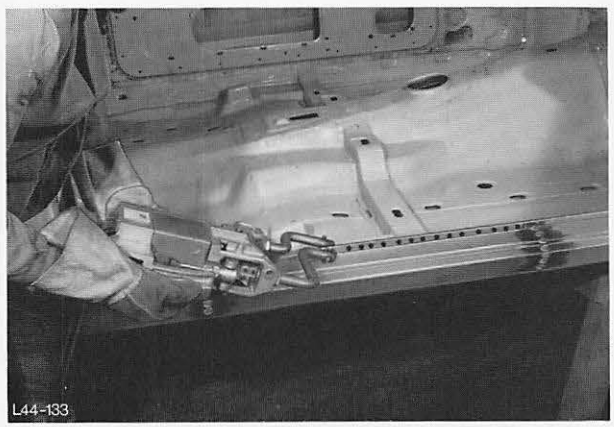

Abb. 145 Im oberen Türschwellerbereich punktschweißen
19. Im oberen Bereich des Türschwellers punktschweißen, Abb. 145.